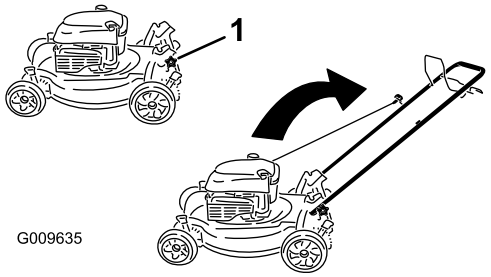

Figure 3
1. Retirez les boutons du guidon du carter du plateau de coupe (Figure 3).
1. Bouton du guidon (2)
3. Montez et serrez les boutons du guidon que vous avez retirés à l'étape 1 (Figure 3).